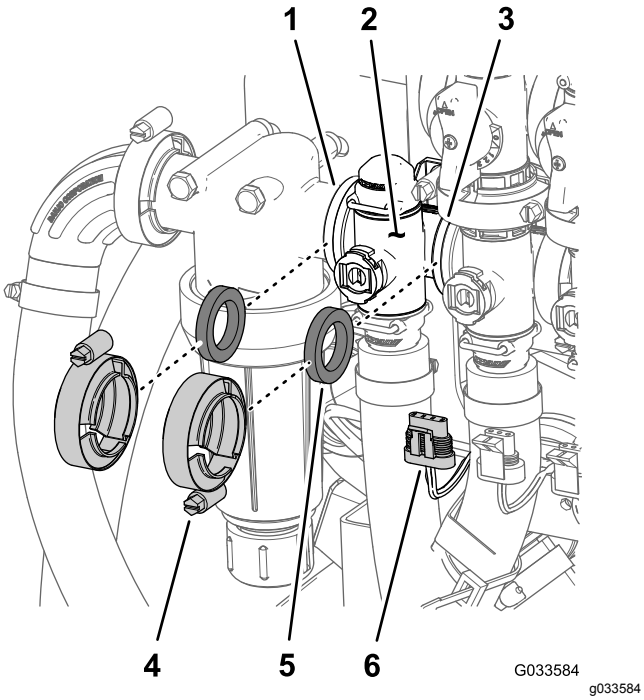

Figur 110
1. Fjern de to flensklemmene og de to pakningene som fester manifolden for mengderegulatorventilen (Figur 110) til trykkfilteret og risteventilen.